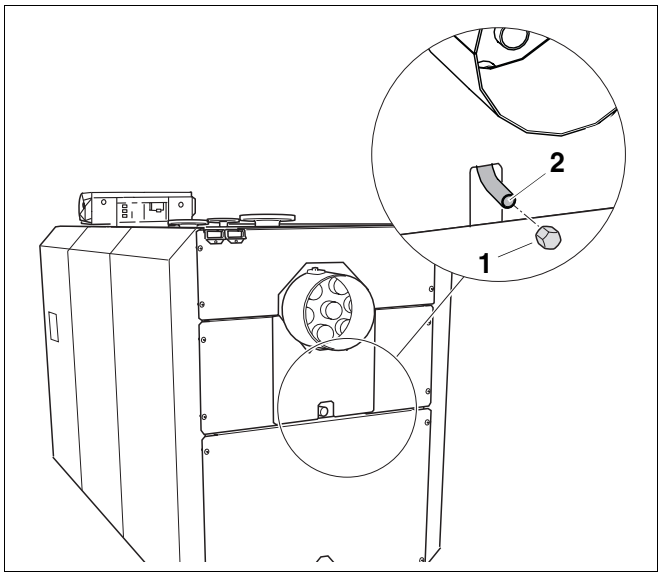

Рис. 56 Открывание / закрывание стока
- Снять заглушку стока (рис. 56, **поз. 1**).
- Вновь закрыть сток (рис. 56, **поз. 2**) заглушкой (рис. 56, **поз. 1**).